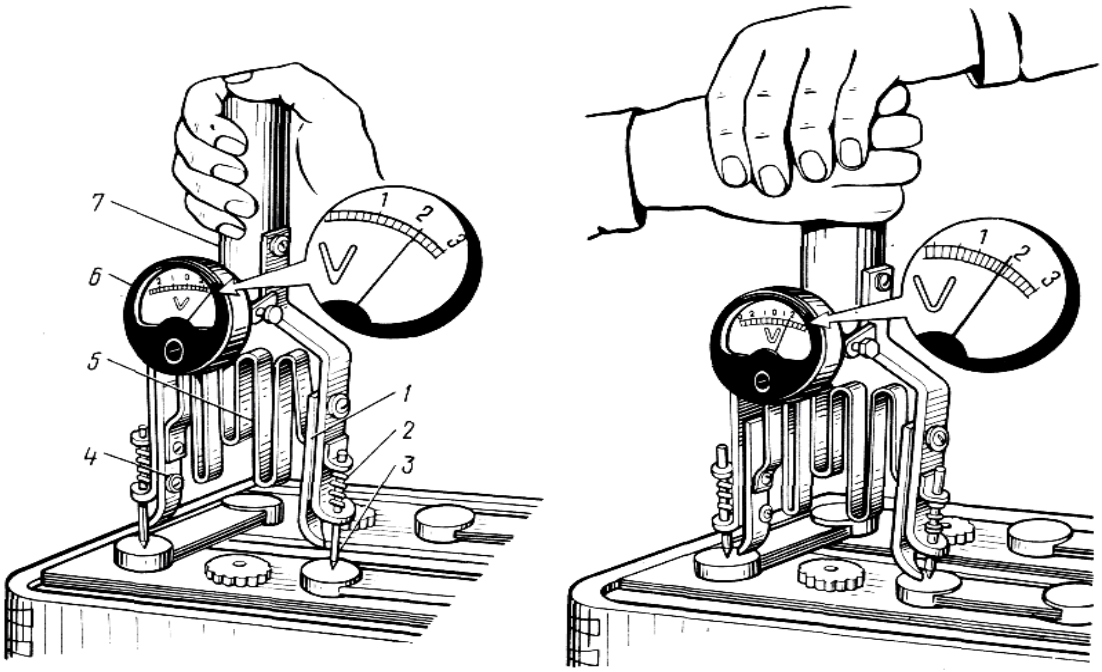

Рис. 94. Замер напряжения нагрузочной вилкой в элементах аккумуляторной батареи:
- при замере напряжения нагрузочной вилкой (рис. 94) стрелка вольтметра не удерживается в течение 5 с в пределах 1,8-1,85 В и отклоняется ниже деления 1,7 В;